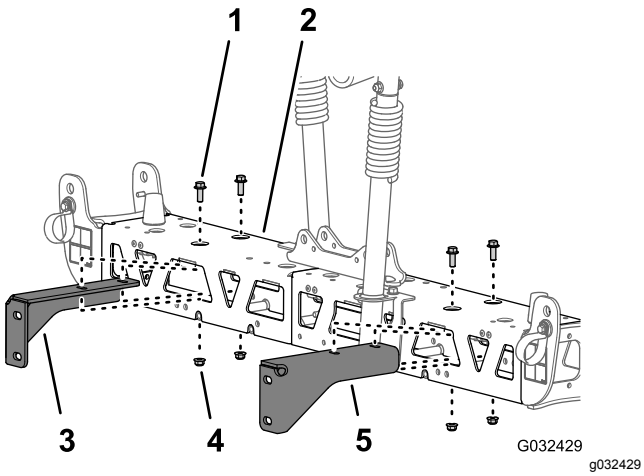

Figur 51
støttebeslaget til midtersprøjtesektionen, og fjern beslaget (Figur 51).
3. Afmonter de 2 flangehovedbolte (⅜" x 1") og 2 flangelåsemøtrikker (⅜"), der fastgør det andet støttebeslag til midtersprøjtesektionen, og fjern beslaget (Figur 51).